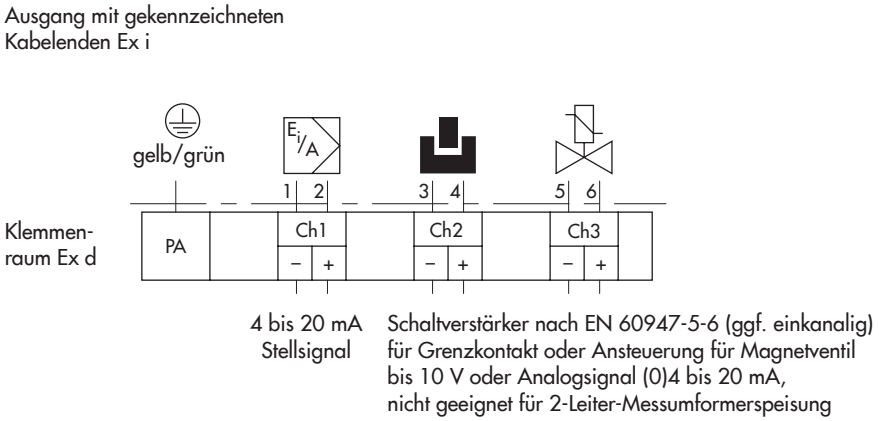
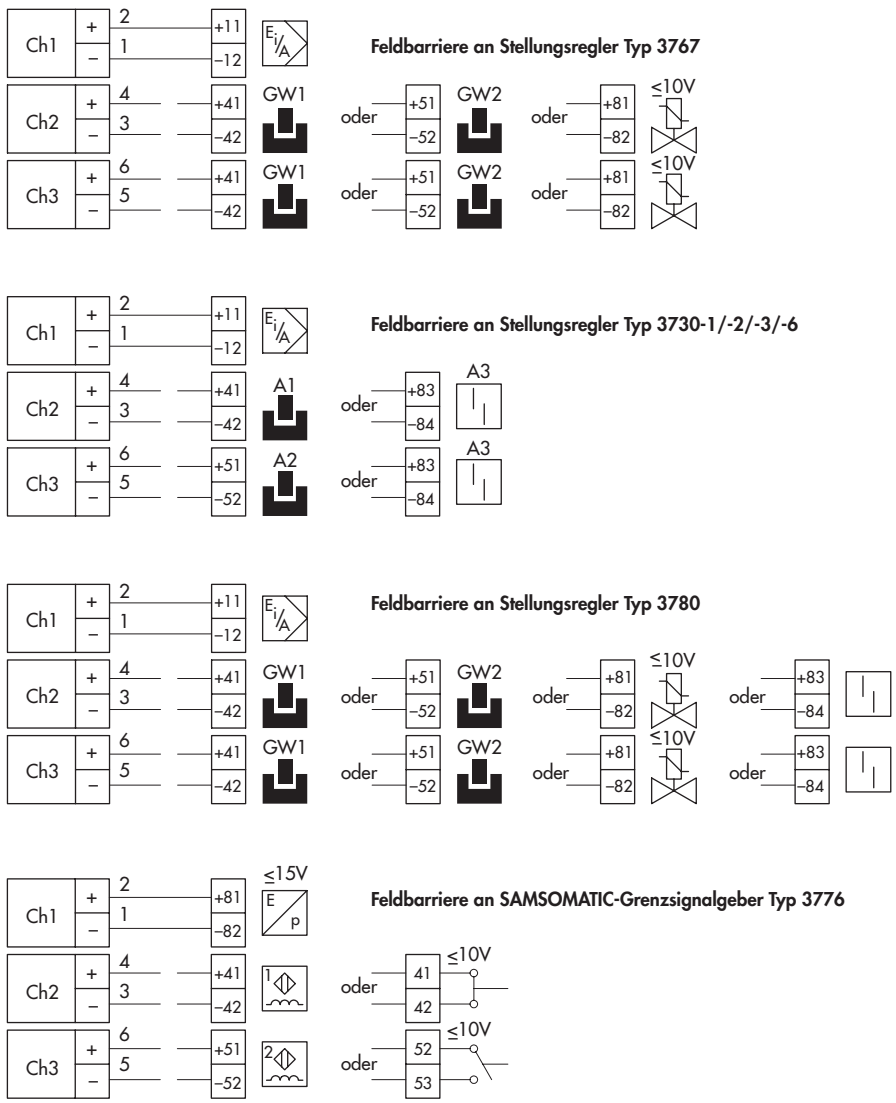

Bild 4: *Anschlussklemmen*
Bild 5: *Anschlussbeispiele*
4. Freie Kabelenden nach Bild 4 auf die Klemmen des Stellungsreglers führen.
➔ Freie Leitungsenden der Feldbarriere von Ch1 oder Ch2 und Ch3 (Kanal 1, 2 und 3) auf die zugeordneten Anschlussklemmen des Stellungsreglers führen (Bild 4 und Bild 5).